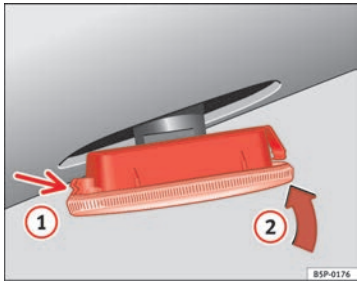

Fig. 198 Side turn signal
- First place the turn signal in the opening in the bodywork, fixing the tabs ⇒ fig. 198, arrow (1).
- Insert the bulb as shown by the arrow (2) ⇒ fig. 198. ■